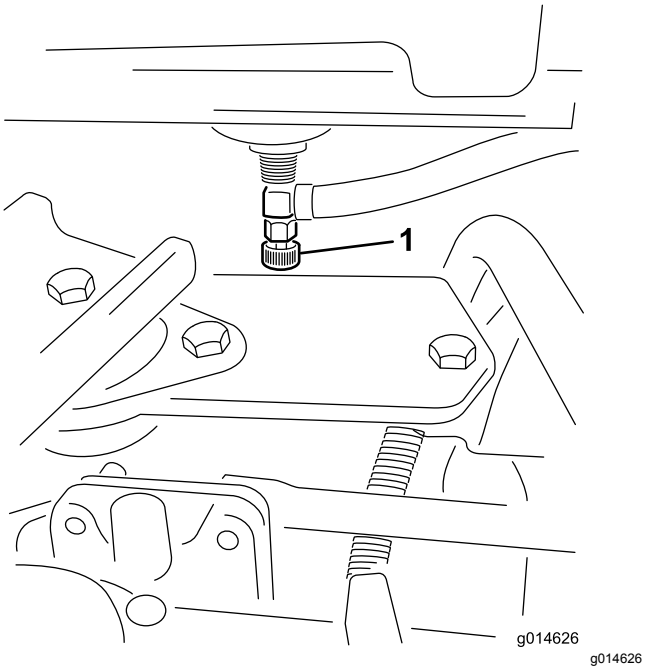

**Figuur 32**
1. Sluit de brandstofafsluitklep (Figuur 32) onder de brandstoftank.